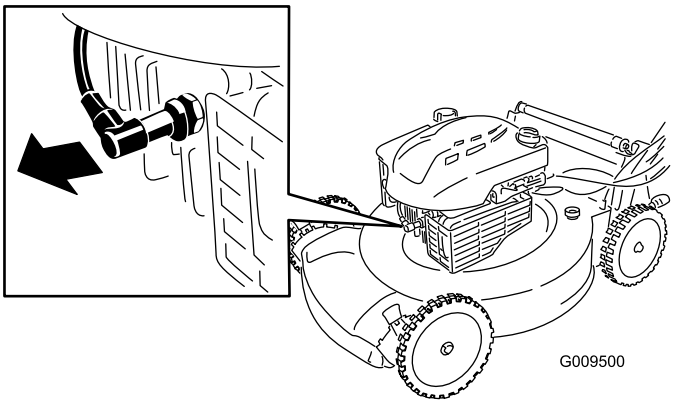

Figur 19
2. Kobl tændrørskablet fra tændrøret (Figur 19), før du udfører nogen form for vedligeholdelsesarbejde.